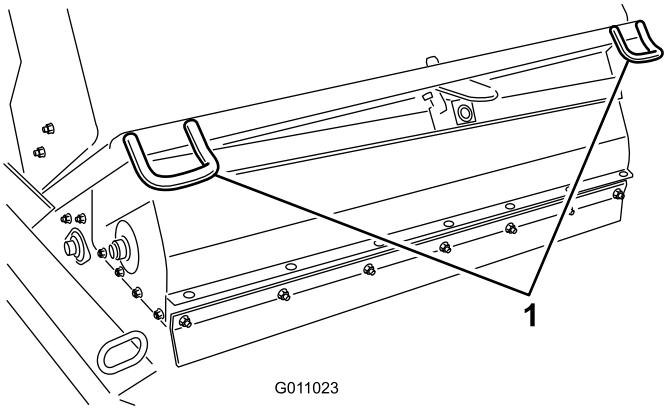
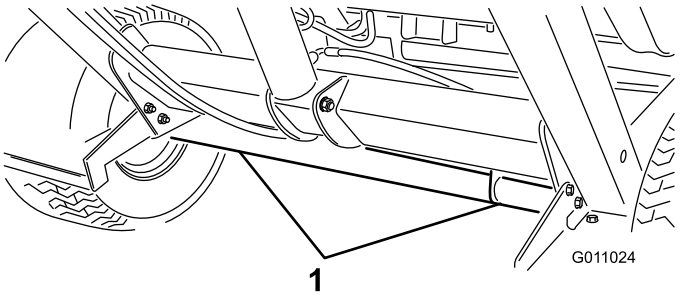

Figur 27
Figur 28
- Når du transporterer oppsamleren kan du bruke festene til å sikre fronten på maskinen (Figur 27) og akselen (Figur 28) til å sikre den bakre delen av maskinen på traileren. Bruk av annet enn korrekte festeplasseringer kan føre til skader på maskinen.